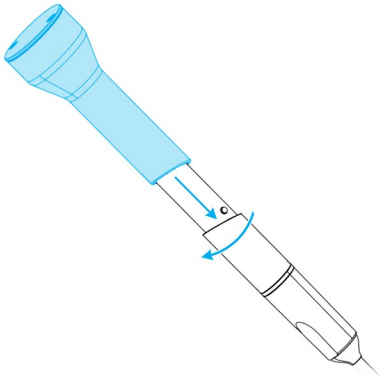

Figura 10: Usando a ponteira de verificação de integridade
3. Faça deslizar a ponteira de verificação de integridade sobre a peça de mão e rode-a no sentido horário para a bloquear na posição *(consulte Figura 10: Usando a ponteira de verificação de integridade, p. 39)*.